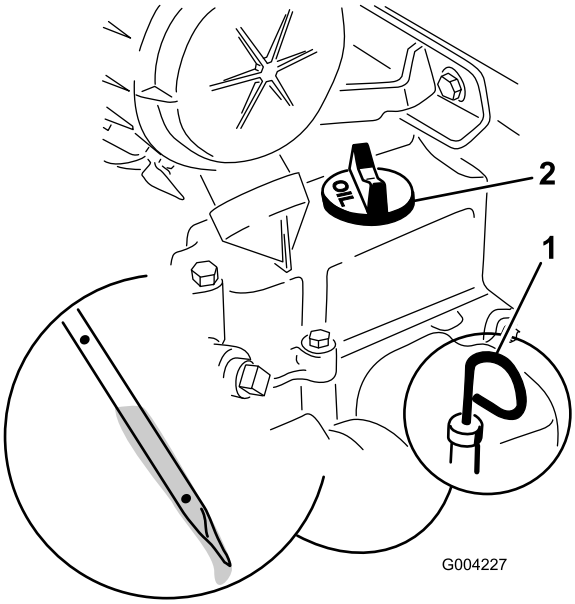

Figur 15
3. Hvis oliestanden er lav, skal påfyldningsdækslet tages af ventildækslet (Figur 15) og tilstrækkeligt olie hældes på til at hæve niveauet til full-mærket på målepinden.